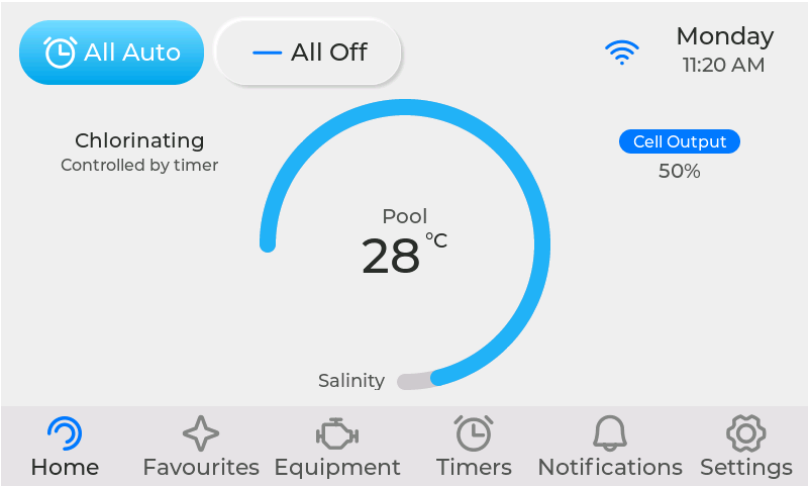

**Figure 5. Home Screen**
- The main status area shows whether Solo is sanitising, filtering, heating, in standby, in manual mode or waiting for the next timer. See *Figure 5*.